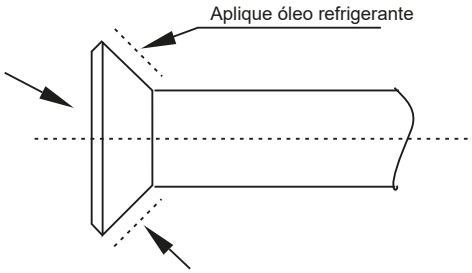

Figura 9
- Antes da tampa do flange ser instalada no flange do tubo, aplique um pouco de óleo refrigerante no flange (dentro e fora), em seguida, gire-o três ou quatro vezes antes de apertar a tampa. Consulte a Figura 9.